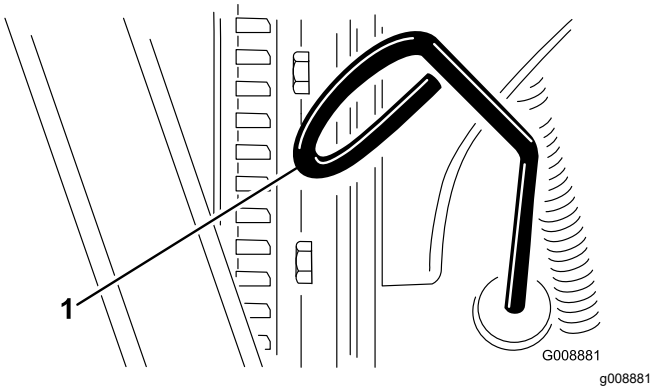

Figuur 68
3. Verwijder de peilstok (Figuur 68) en veeg deze af met een schone doek.